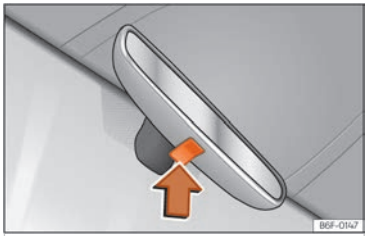

Fig. 89 Manual anti-dazzle function for rear vision mirror
- To darken the rear view mirror, press the mirror button updates ››› **Fig. 89** (arrow).